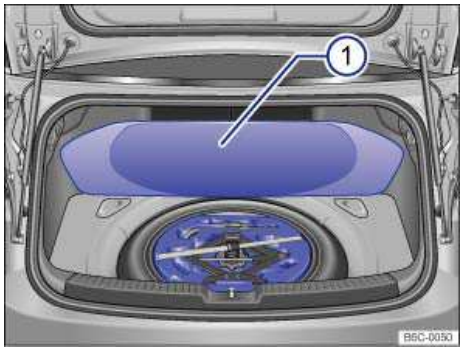

Fig. 164 In the luggage compartment: Floor covering 1 folded back.
- Lift the floor panel ⇒ fig. 164 (1) and remove it from the luggage compartment.